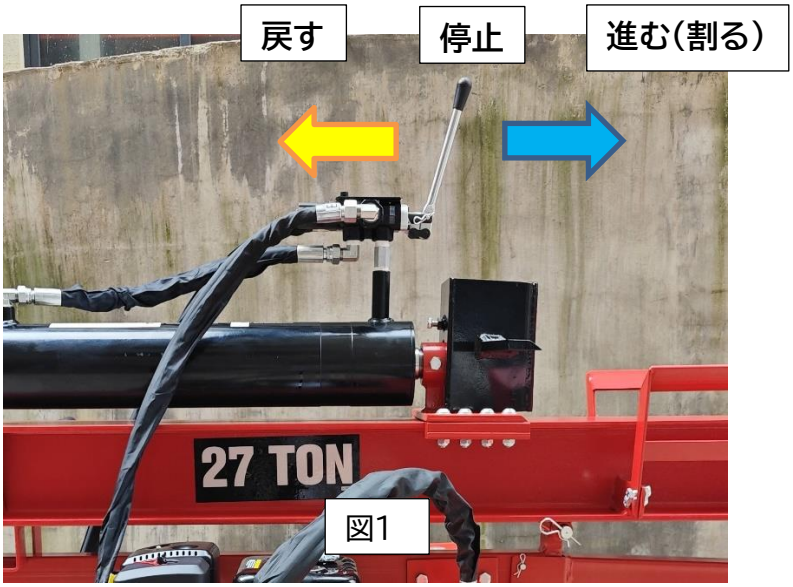

図1
3.)丸太を割るときは、コントロール(制御)バルブのハンドルを両手で(台座/丸太側)に押してください。途中で止めることもできます。➡図1をご参照